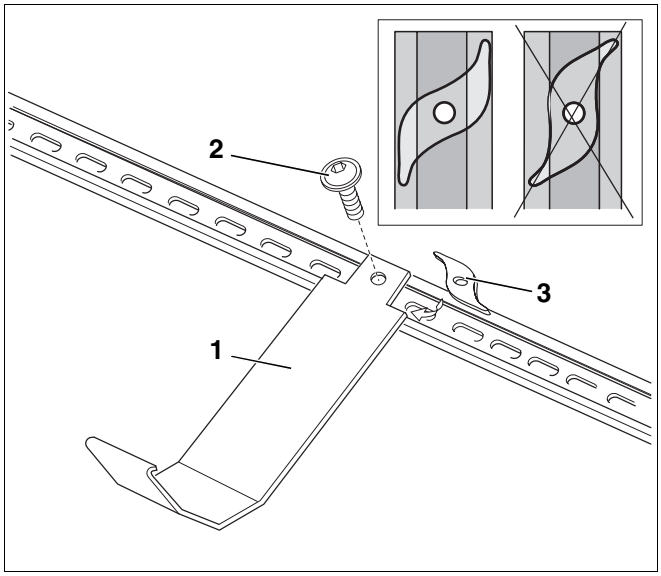

Afb. 21 Beveiligingen tegen afglijden monteren
Teneinde de collectoren op een veilige manier te monteren, dient u gebruik te maken van de beveiligingen tegen afglijden (afb. 21, **pos. 1**). Ze worden in de onderste profielrails gehangen en bevestigd.
- Hang de voorgemonteerde beveiligingen tegen afglijden met de schroefplaten (zelftappende, stroeve draad; afb. 21, **pos. 3**) en de schroeven met bolle kop (afb. 21, **pos. 2**) in het midden tussen de collectorhouders (afb. 21).